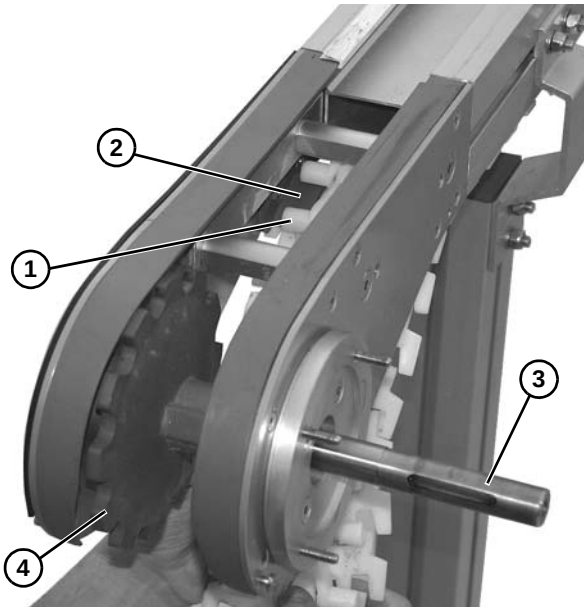

Figure 20
3. Continue wrapping belt **(Figure 20, item 1)** on top of idler tail retaining guide **(Figure 20, item 2)**, continuing to turn shaft **(Figure 20, item 3)** to guide belt around cogs **(Figure 20, item 4)** of shaft.